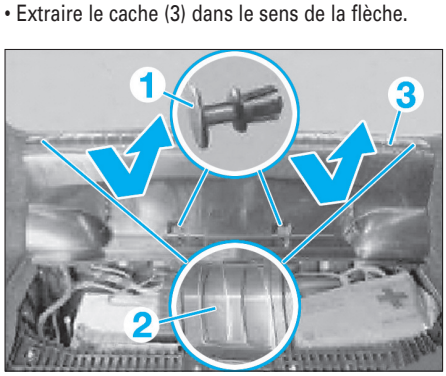

Fig. 38
• Défaire les rivets expansibles (1) **(Fig.38)**.
• Dégager le cache (2) et dégrafer la vis située en dessous.
• Extraire le cache (3) dans le sens de la flèche.